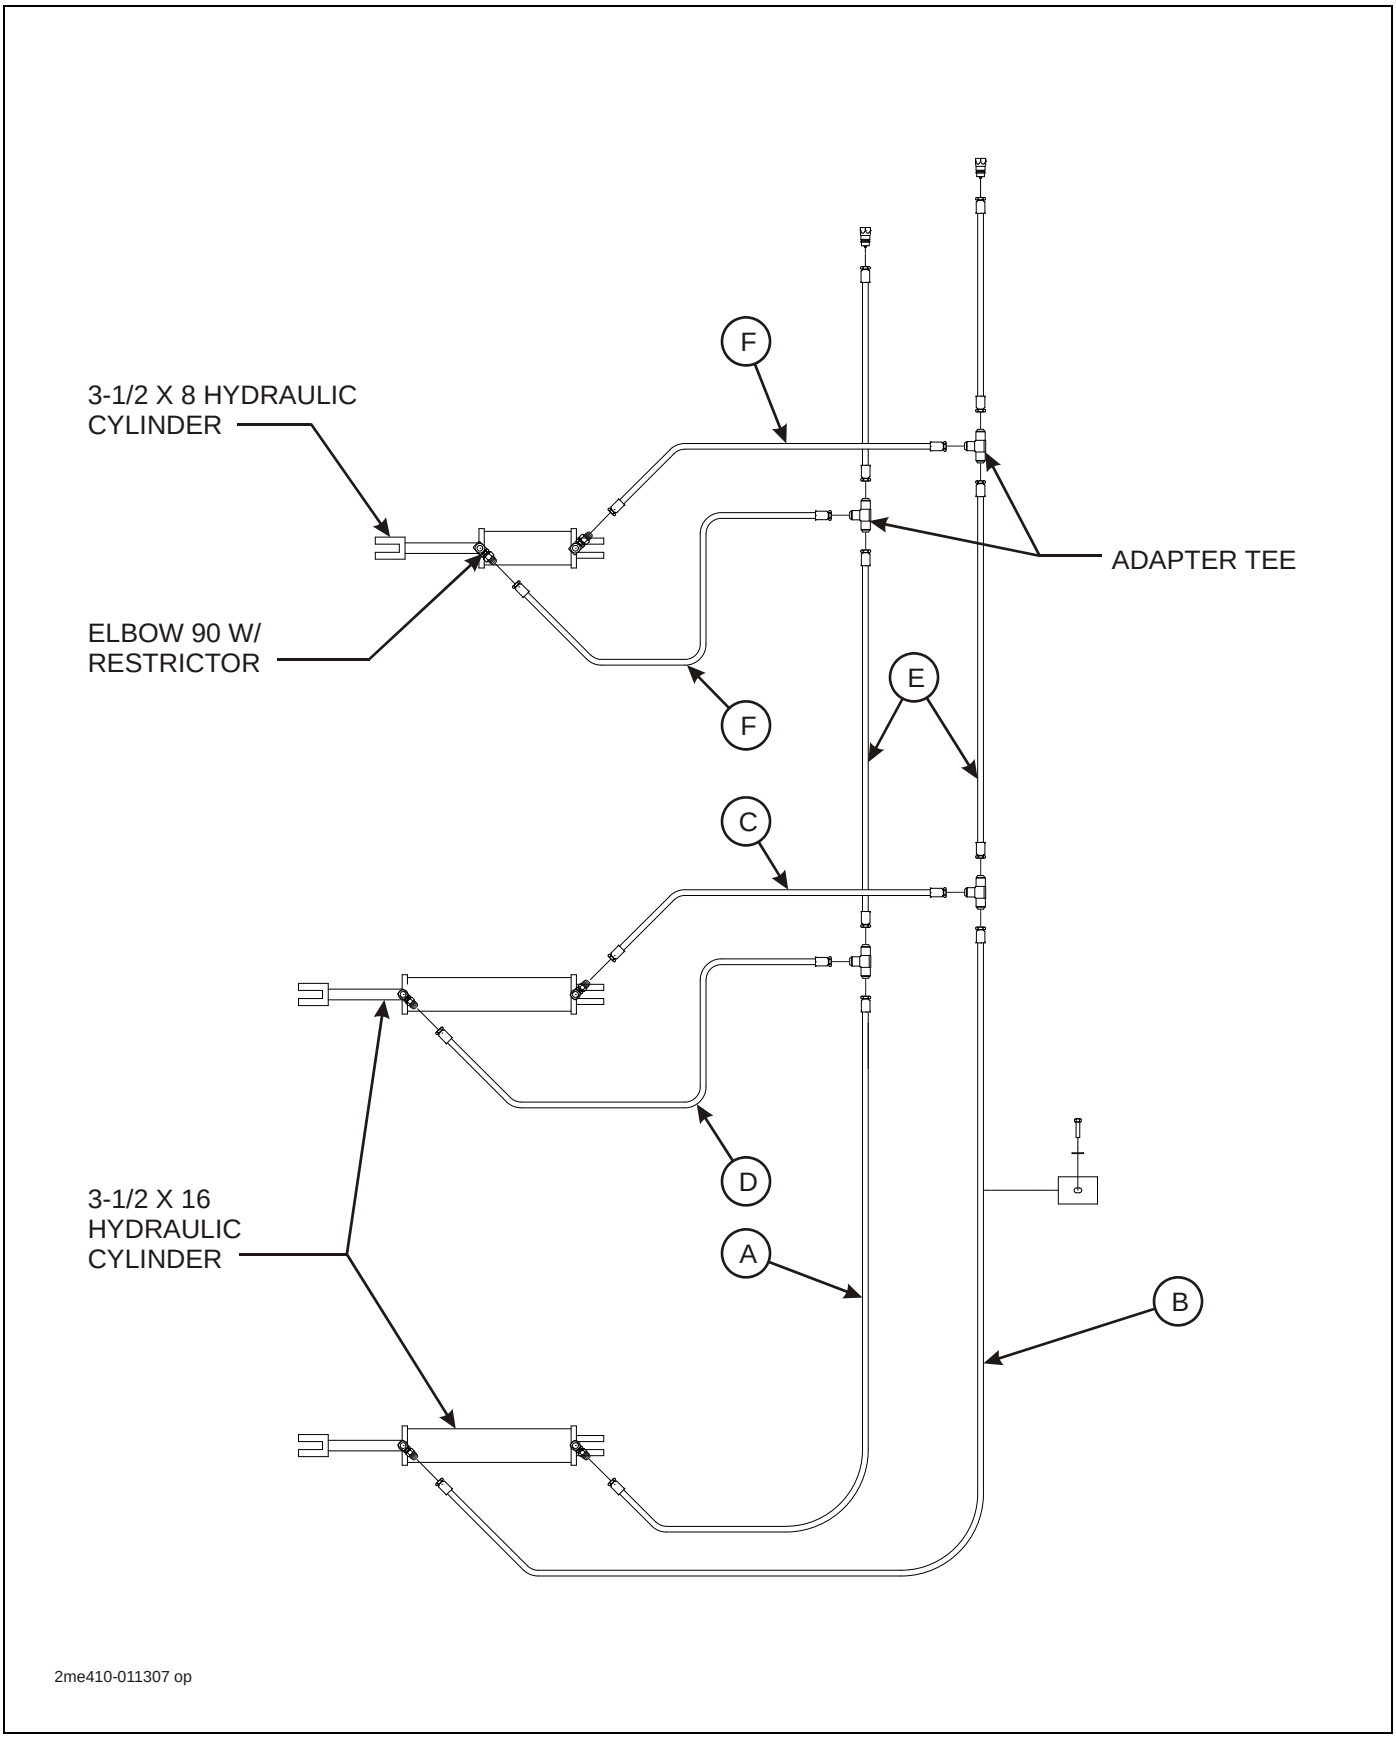

**Figure 3-9: Hydraulic Fold Assembly - 15’ Fold Model**
4. Install hoses **(See Figures 3-9 and 3-10. See Table 3-3 and Table 3-4).**